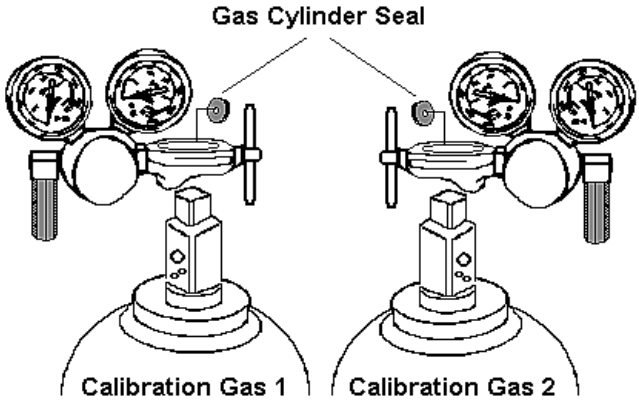

Fig. 4-10: Position of calibration gas cylinder
1. Check if sealing ring is assembled on the regulator. If yes, remove the sealing ring and assemble the new one wich is shipped with the gas cylinder (see Fig. 4-10).
1. Check if sealing rings are assembled on the regulators. If yes, remove the sealing rings and assemble the new one wich are shipped with the gas cylinders (see Fig. 4-10).